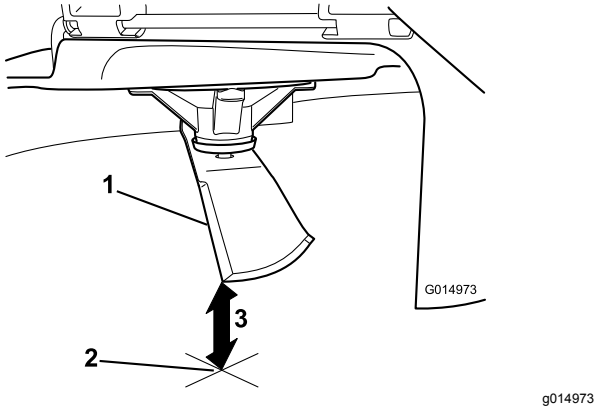

Figur 66
5. Mät från knivspetsen till den plana ytan (Figur 66).